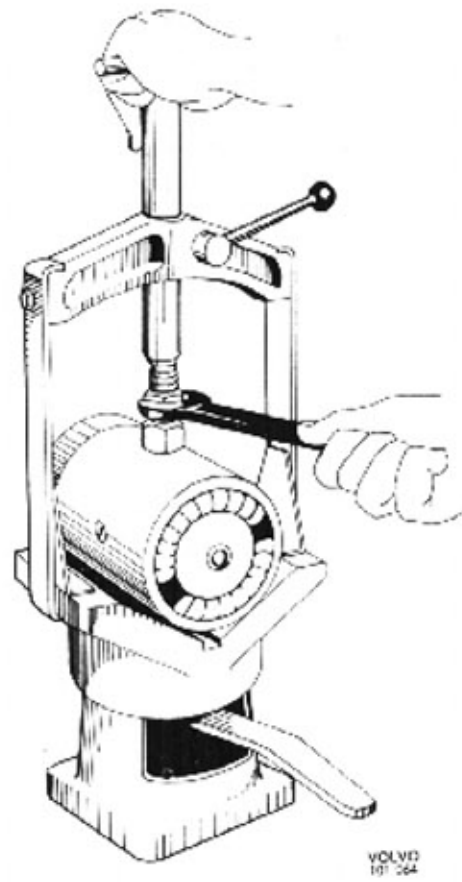
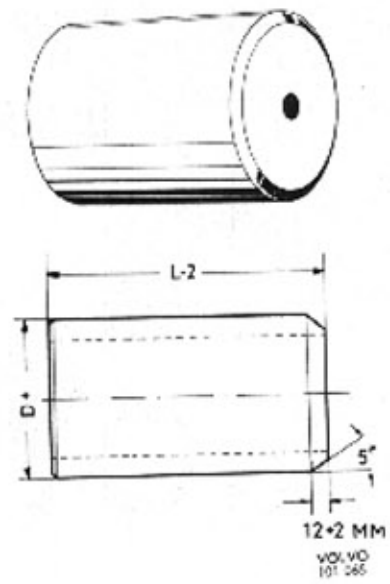

Bild 32-14. Demontering av magnetlindning
Bild 32-15. Pressdorn (för generator LJ/GG)
3. Skruva fast den nya fältlindningen i huset. Sedan polskornas skruvar dragits åt lätt, trycks en pressdorn, vars dimensioner framgår av bild 32-15 in i generatorhuset, varefter polskornas skruvar dras åt för gott. Jämför även med bild 32-14.